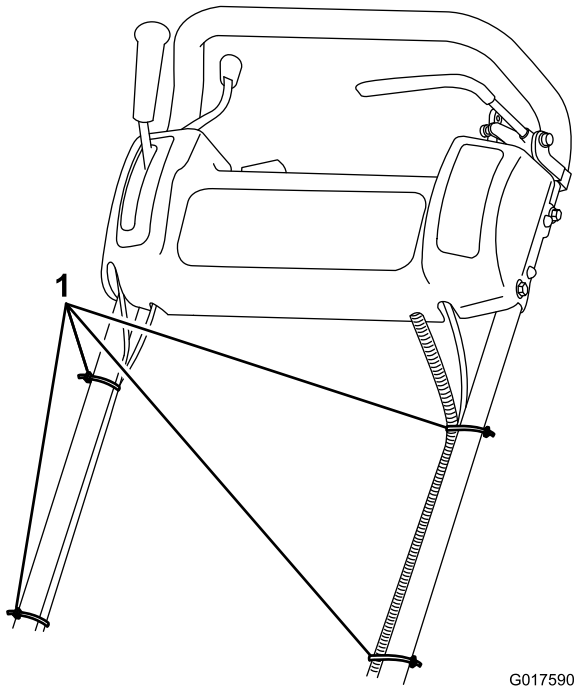

Figur 5
8. Fest kablene og ledningsfastspenneren til håndtaket med kabelfestene (Figur 5).